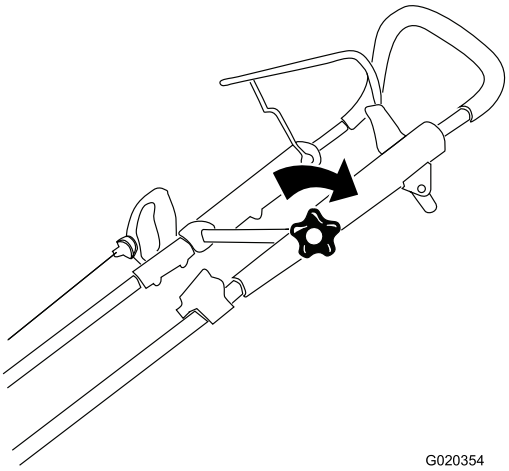

Figur 16
3. Stram knotten for øvre håndtak godt (Figur 16).